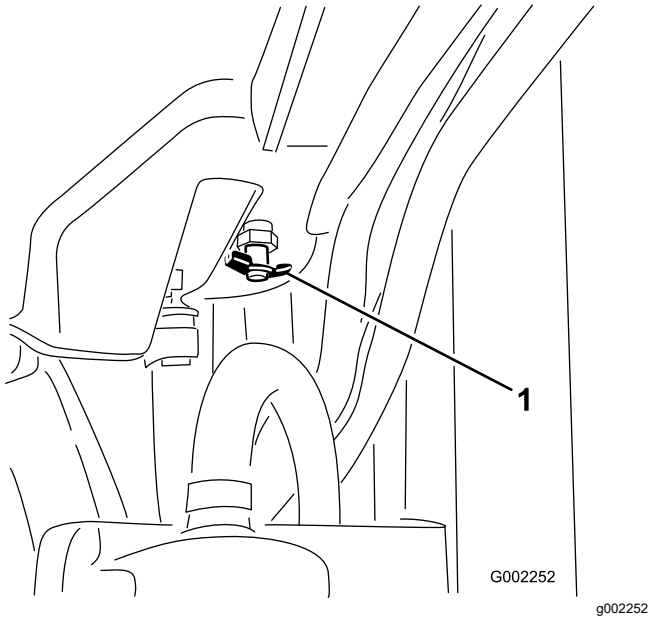

Figura 104
4. Abra a válvula de drenagem e deixe escorrer o líquido de arrefecimento para o recipiente (Figura 104).
5. Feche a válvula de drenagem (Figura 104).